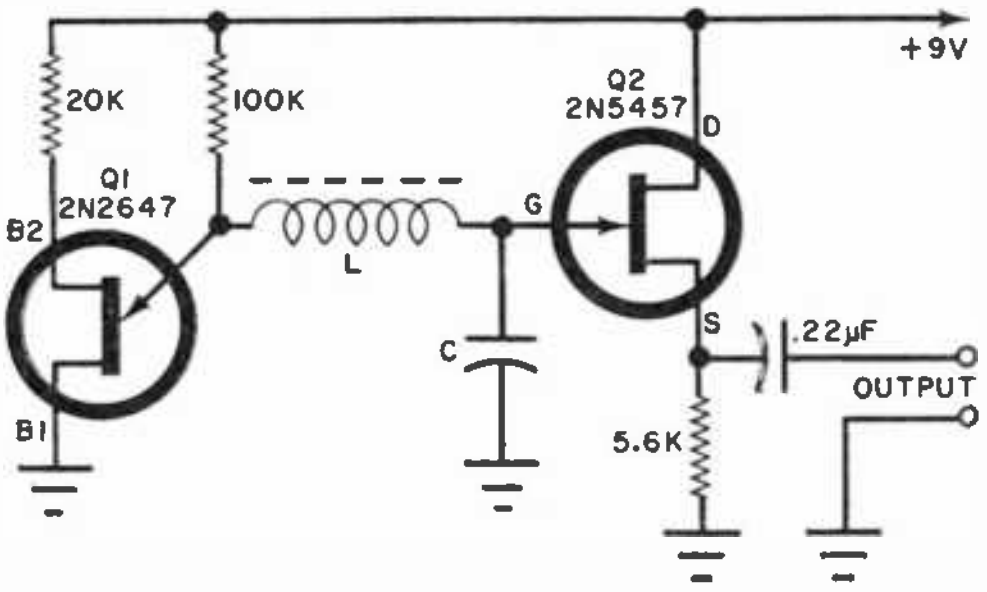
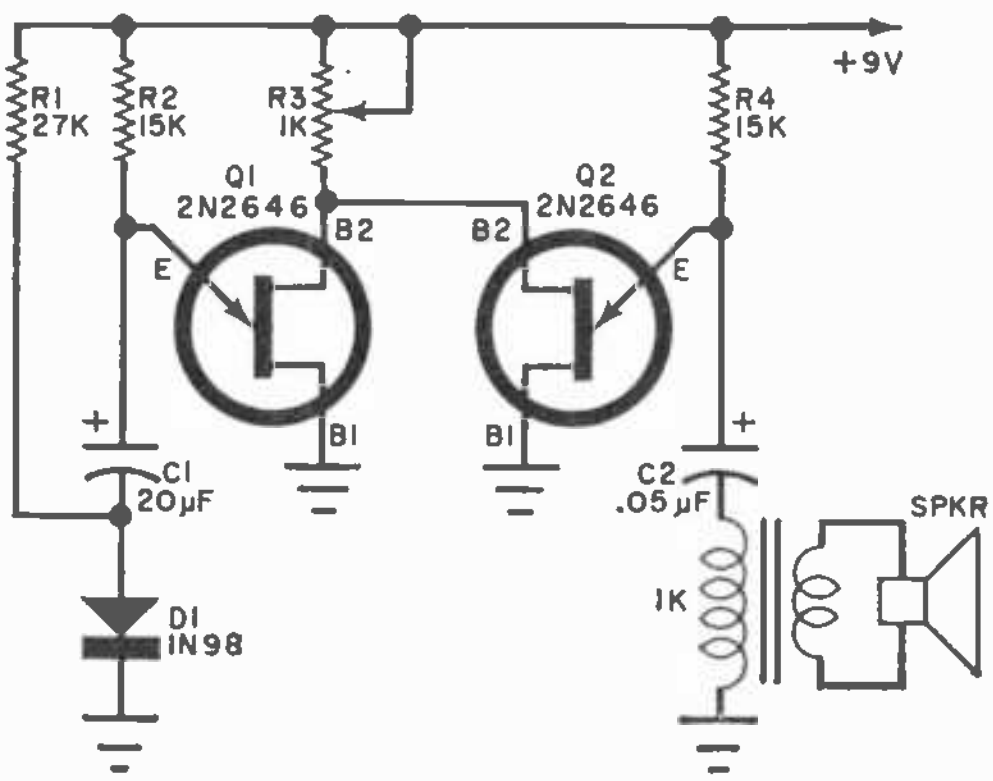

FIGURE 6
FIGURE 8
**Sine-Wave Generator.** Sine waves are produced by allowing a UJT circuit to charge and discharge a capacitor through an inductance. When the charge-discharge period is equal to the resonant frequency of the *LC* circuit, sine waves are generated across the capacitor. A schematic diagram of a UJT sine-wave generator is shown in Fig. 6.
A practical example of a modulated UJT oscillator is shown in Fig. 8. This circuit is known as a "bell-tone" oscillator. In operation, *Q2* and its associated components make up a relaxation oscillator which, when unmodulated, has an operating frequency of about 700 Hz. Unijunction transistor *Q1* and its associated components make up a low-frequency astable multivibrator. The wave-form of the *Q1* setup is not as good as that of the circuit in Fig. 6, but it